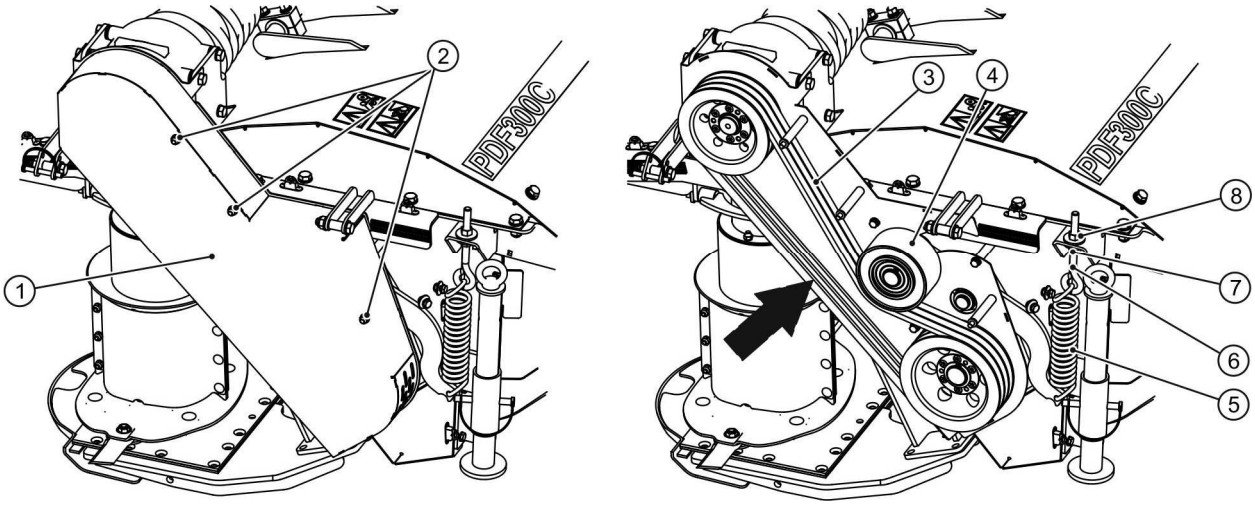

**РИСУНОК 5.6 Регулирование натяжения ременной передачи PDF300C**
*(1)- кожух передачи; (2)- гайки; (3)- ремень передачи; (4)- натяжитель; (5)- натяжная пружина; (6)- натяжной болт; (7)- контргайка; (8)- регулировочная гайка.*
Натяжение ремней (РИСУНОК 5.6) можно изменять при помощи регулировочной гайки *(8)* болтанатяжителя *(6)*. Для этого необходимо отвинтить контргайку (7) и затягавить регулировочную гайку (8) на болте (6) до того момента, пока пружина натяжителя не достигнет минимального натяжения. Прогиб ремня (3), измеренный по середине расстояния между ременным шкивом на угловой передаче и ременным шкивом вала вспушивателя, не должен превышать 10 мм под нажимом 7,5 даН (кг).